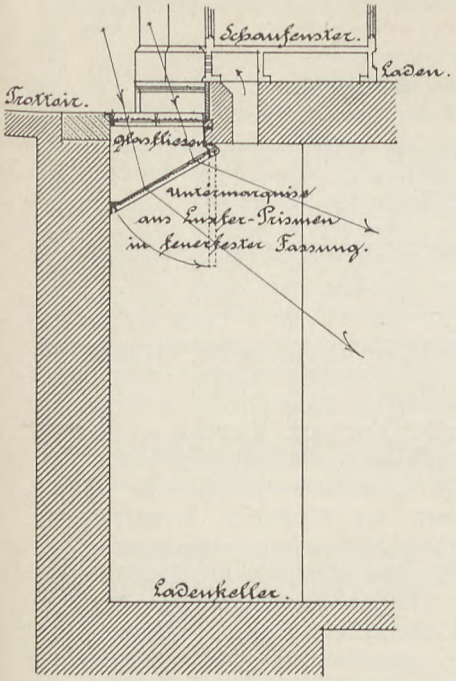

Fig. 168.
1. Luxfer Glasprismen. Es sind dies nach optischen Grundsätzen konstruierte Glasziegel, die sich sowohl für begehbare wie auch befahrbare Oberlichte vorzüglich eignen. Die von oben einfallenden Lichtstrahlen werden dabei zum größten Teile unter einem Winkel von ca. 35° gegen die Horizontale abgeleitet. Sie haben sich als Hofpflaster gut bewährt und selbst 10 m tiefen Räumen genügendes Tageslicht zugeführt, so daß sie als Arbeitsräume ausgenutzt werden konnten. Derartige sog. Luxfer-Multiprismen sind in den Fig. 168—175 dargestellt. Zu beziehen ist dies Fabrikat von dem Deutschen Luxfer-Syndikat Berlin S., Ritterstraße.